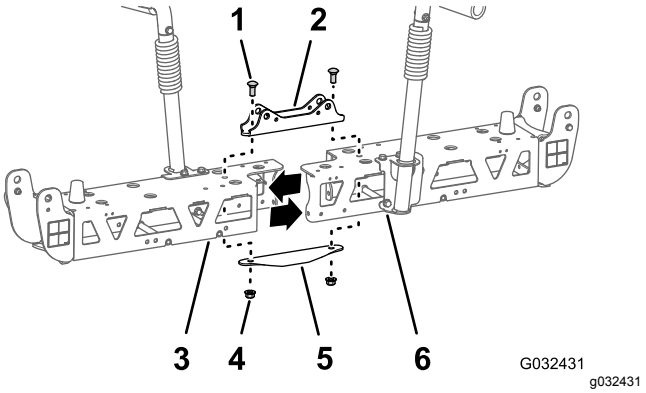

Figuur 75
2. Verwijder de 2 slotbouten (1/2 x 1-1/4") en 2 borgmoeren (1/2") waarmee de smalle cilinderbevestiging, linker en rechter frames en de smalle verbindingsplaat bevestigd zijn (Figuur 75).